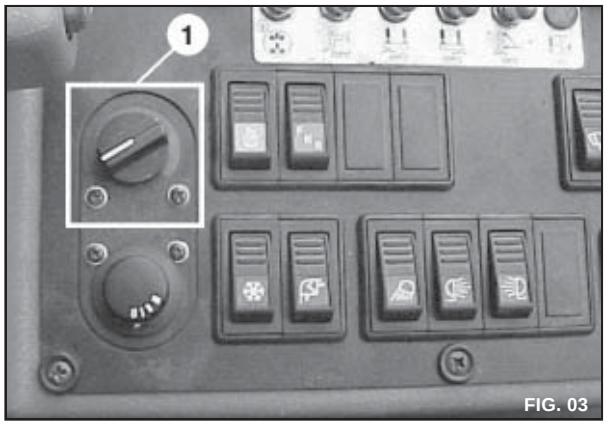

FIG. 03
1. Desligue a válvula do aquecedor (gire o interruptor da válvula do aquecedor em sentido anti-horário – Fig. 03).